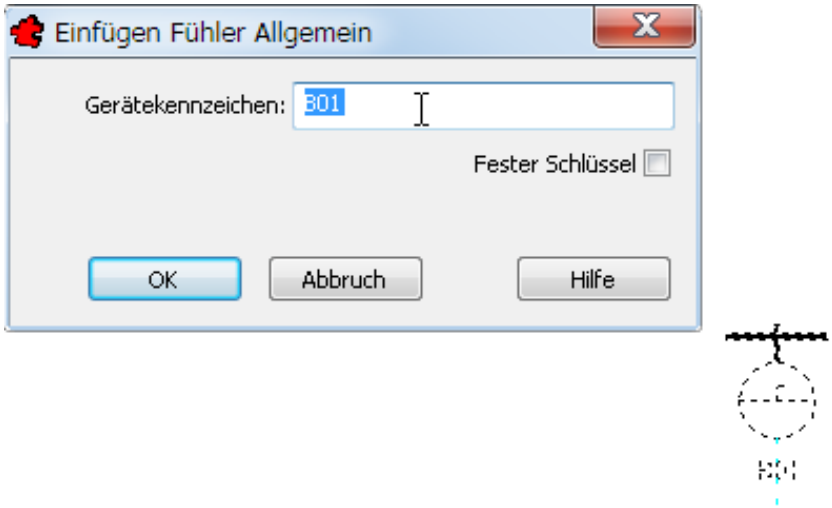

Bild 33.5 – Editieren des Gerätekennzeichens
- Klicken Sie auf *Gerätekennzeichen editieren* im Werkzeugkasten *TRIC_Infopunkt* oder wählen Sie TRIC, *Gerätekennzeichen editieren.* Wählen Sie dann im Automationsschema das Gerät. Die Dialogbox *Einfügen <Feldgerät>* erscheint mit dem aktuellen Gerätekennzeichen (Abb. 33.5).